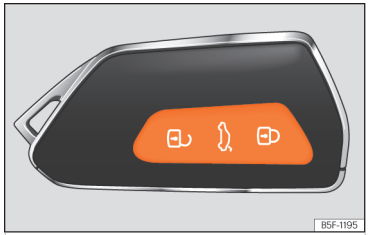

**Fig. 74** Remote control key: keys.
- Lock: press the button ››› **Fig. 74**.